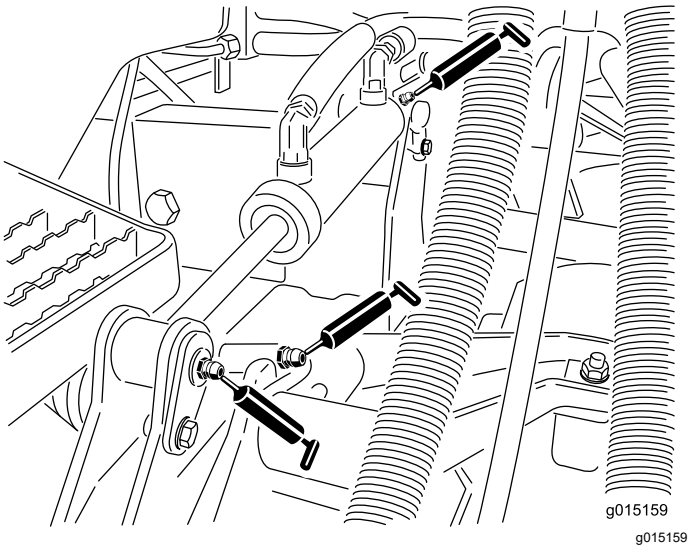

Figur 82
- Lyftarmsbussningar (en per klippenhet) (Figur 82)
- Lyftcylinderbussningar (två per klippenhet) (Figur 82)